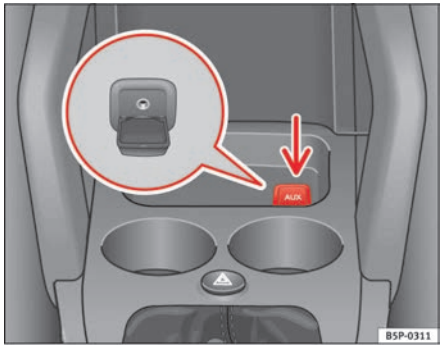

Fig. 120 Auxiliary audio connection
– Lift the AUX. cover ⇒ fig. 120.